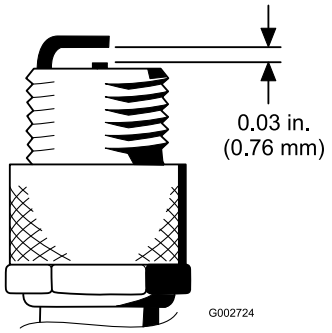

Figur 28
4. Indstil gnistgabet mellem midten og siden af elektroderne til 0,76 mm (Figur 28). Monter tændrøret med korrekt gnistgab med pakningsforsegling, og stram tændrøret til 23 Nm. Hvis der ikke anvendes en momentnøgle, skal tændrøret strammes godt til.